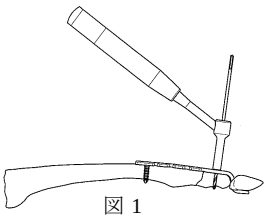

図 1
1) 遠位部にプレート用 2.0 ドリルガイドを設置し，イメージインテンシファイヤー（X 線透視）で確認しながら，2.0 ドリルにてドリリングします．（図 1）